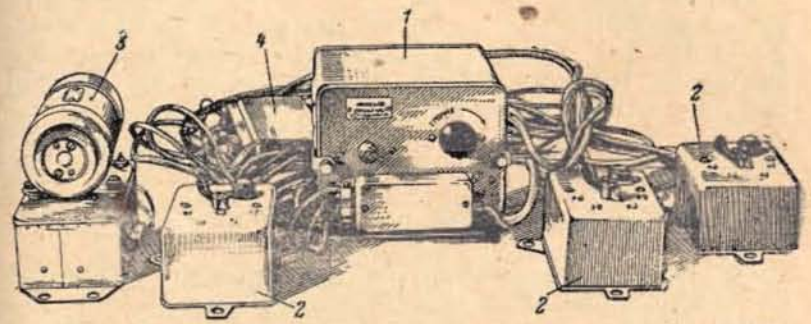

Рис. 75. Общий вид самолетного переговорного устройства СПУ-Ф: *1*—усилитель СПУ; *2*—три абонентских аппарата; *3*—умформер РУ-11А; *4*—соединительная колодка
3. *Комплект* самолётного переговорного устройства СПУ-Ф (рис. 75) состоит из: